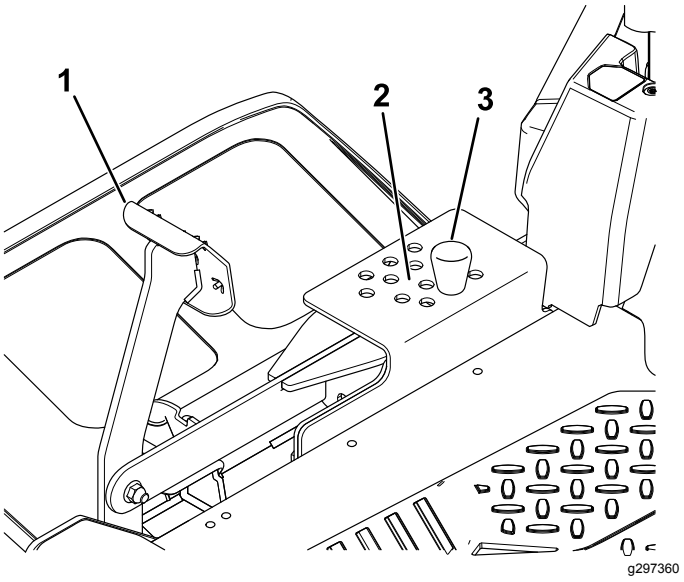

Figuur 35
2. Om de maaihoogte in te stellen, verwijdert u de pen uit de maaihoogtebeugel (Figuur 35).
3. Kies de opening in het maaihoogtesysteem die overeenkomt met de gewenste maaihoogtestand, en steek daarin de pen (Figuur 35).